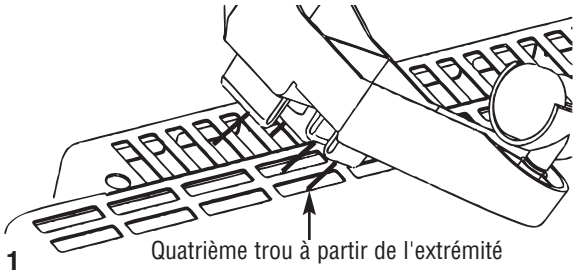

Figure 1
1. Si l'appareil de chauffage doit être utilisé comme unité **autonome**, il faut fixer dessus ses pieds de support. Sortez ces deux pieds de la boîte d'accessoires. Posez l'appareil sur le sol, insérez les deux pieds dans les trous rectangulaires sur les côtés droit et gauche près de l'extrémité du bas de l'appareil, en vous assurant de bien adapter les 4 fixations de chaque pied dans les trous (voir la Figure 1). Appuyez fermement pour enclencher en position (un petit tournevis plat peut être nécessaire pour insérer les clips). Une fois les deux côtés équipés, remettez l'appareil de chauffage droit sur ses roulettes, et passez à la MISE EN ŒUVRE.